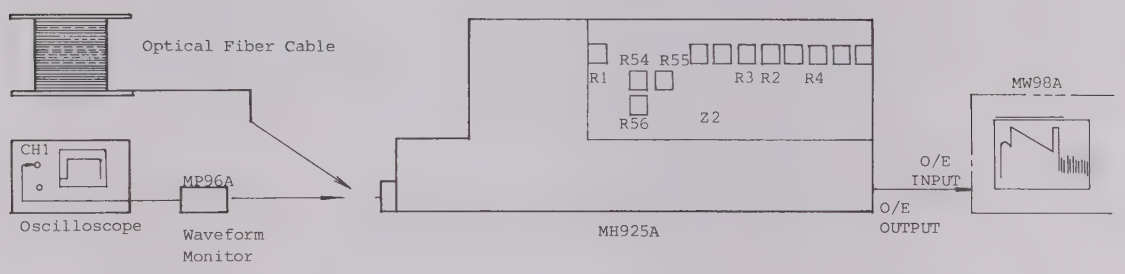

Fig. 4-8 Overall Adjustment
1.	Connect MP96A and oscilloscope to MH925A as shown in Fig. 4-8.